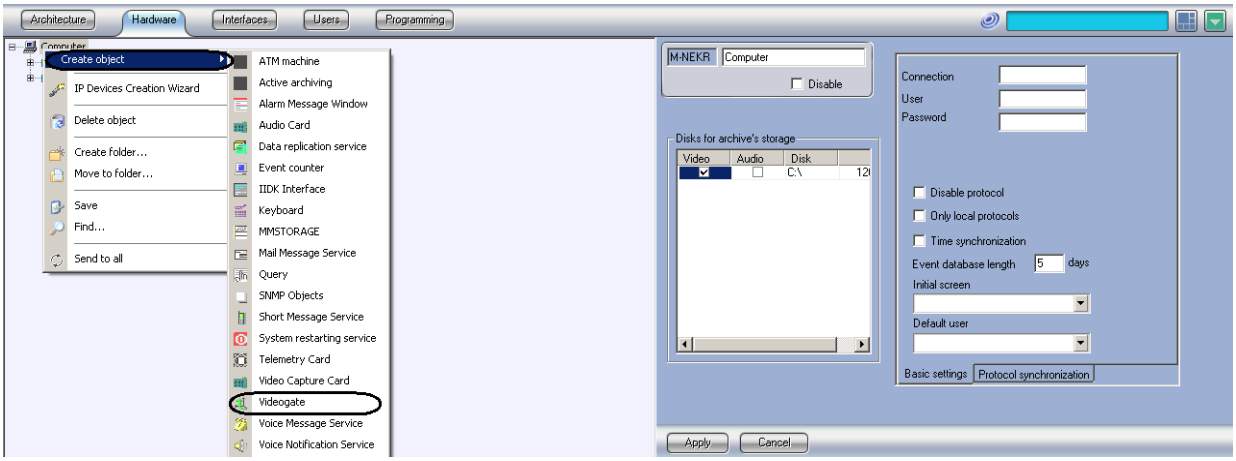

Figure 8.13-2. Setting up the Videogate module
1. Select the required Computer object on the tab Hardware of System settings dialog window (Figure 8.13-2).